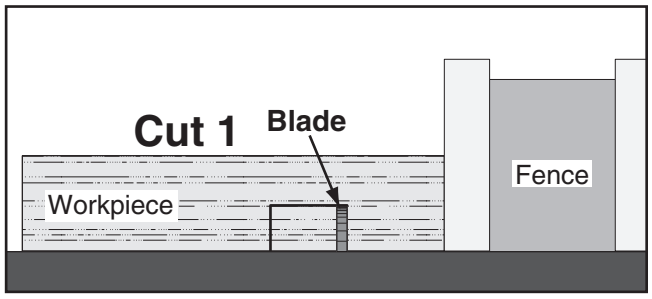

Figure 47. First cut for a single-blade dado.
5. Align blade to cut one side of dado, as shown in **Figure 47**.